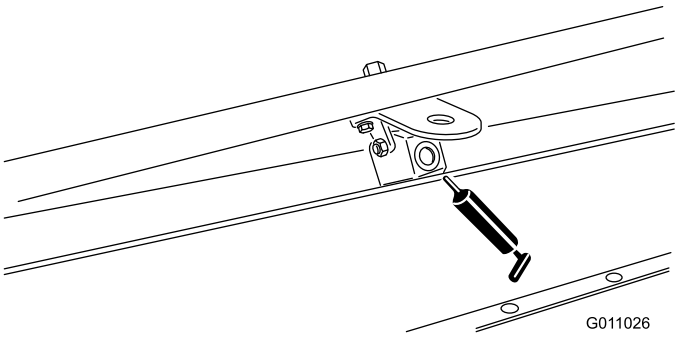

Figur 30
- Borstens vridfäste (2) (Figur 30).